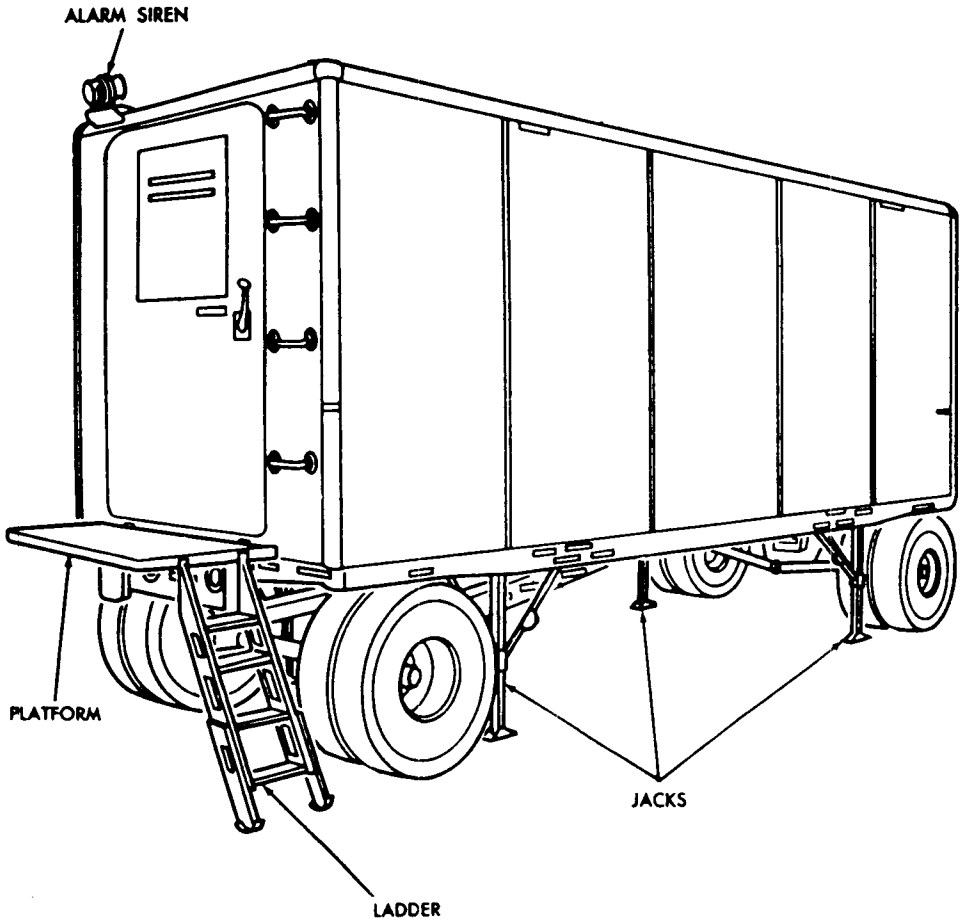

*Figure 47. Alarm siren installed.*
*f. Alarm Siren* (fig. 47). The alarm siren is installed on the rear upper corner on the roadside of the trailer. The alarm is used to alert all crew personnel to report to their stations.